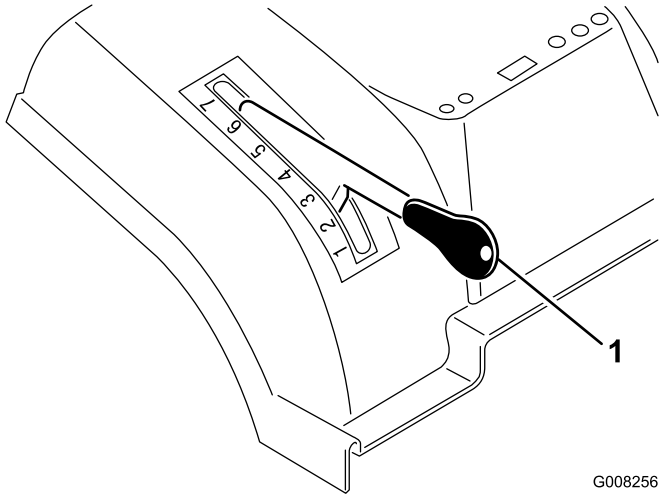

Figur 8
1. Skyv og hold inne knappen på klippehøydespaken (Figur 8).